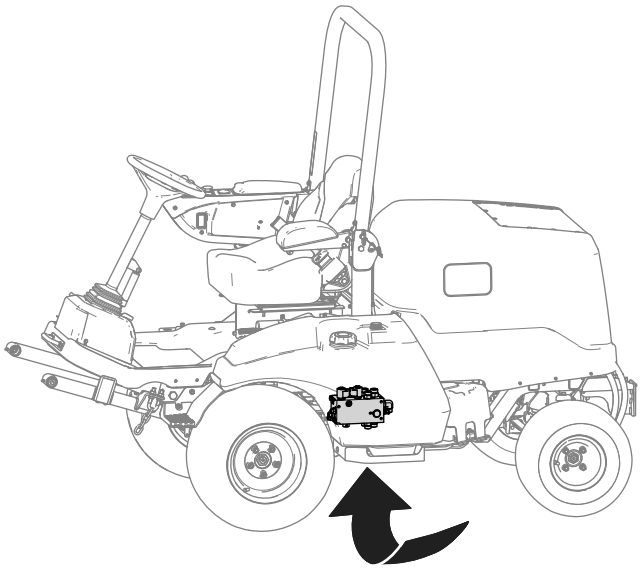

**Figuur 20**
3. Zoek het hefverdeelstuk onder de machine (Figuur 20).